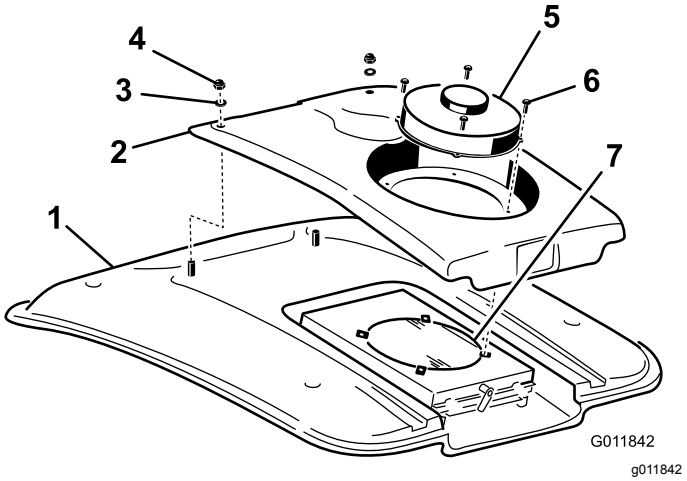

Figuur 114
2. Verwijder de (4) schroeven waarmee de ventilator en de condenserkap aan de ventilatorbeugel zijn bevestigd (Figuur 114).
4. Verwijder de twee moeren en ringen waarmee de voorzijde van de condenserkap aan het cabinedak is bevestigd (Figuur 114).
8. Reinig de condenser van de airconditioning grondig met perslucht (Figuur 114).